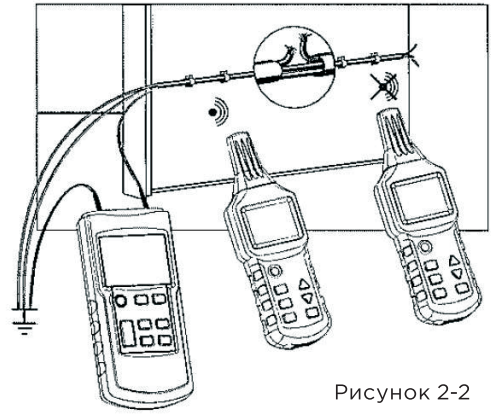

Рисунок 2-2
В данном примере воспользуйтесь куском экранированного кабеля с площадью поперечного сечения 1,5 мм². Временно закрепите 5 м этого кабеля на стене на уровне глаз с помощью пластмассовых скоб на гвоздях. Удостоверьтесь, что к стене имеется доступ с обеих сторон. Создайте искусственный разрыв на расстоянии 1,5 м от конца кабеля. Концы линии должны быть открыты. Зачистите разорванный провод на конце экранированного кабеля и подсоедините его с помощью измерительных проводов к гнезду (10) передатчика. Подключите гнездо (11) передатчика к подходящему заземлению. Все прочие провода кабеля также должны быть подсоединены к передатчику и через то же заземление (см. Рисунок 2-2).